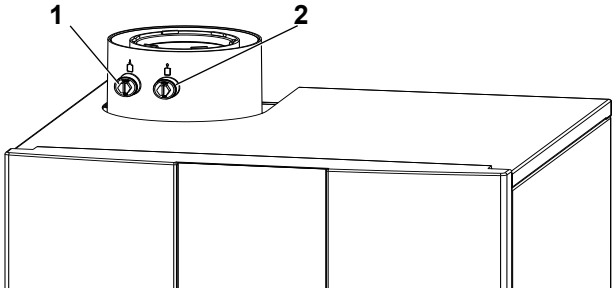

Abb. 6.2 Geräteanschluss mit Abgas-Messöffnung
► Kappe von rechter Messöffnung (Abb. 6.2) entfernen.